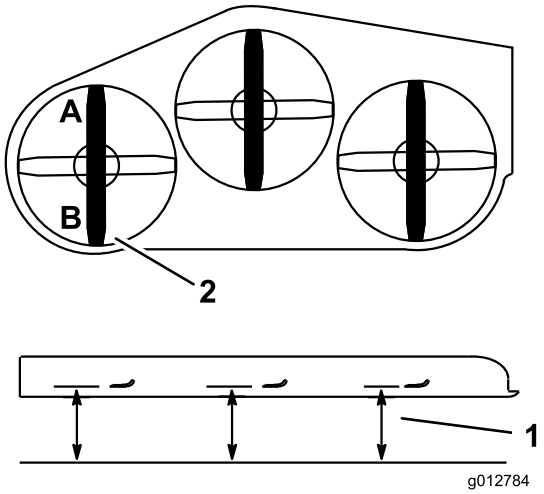

Figuur 83
2. Meet het linkermes bij punt **A**. Meet de afstand tussen een horizontaal oppervlak en de snijrand van het maaimes en noteer deze afstand (Figuur 83).
3. Meet het linkermes bij punt **B**. Meet de afstand tussen een horizontaal oppervlak en de snijrand van het maaimes en noteer deze afstand (Figuur 83).
4. Het maaimes moet 6 tot 10 mm lager staan bij punt **A** dan bij punt**B** (Figuur 83). Indien dit niet het geval is, gaat u als volgt te werk.